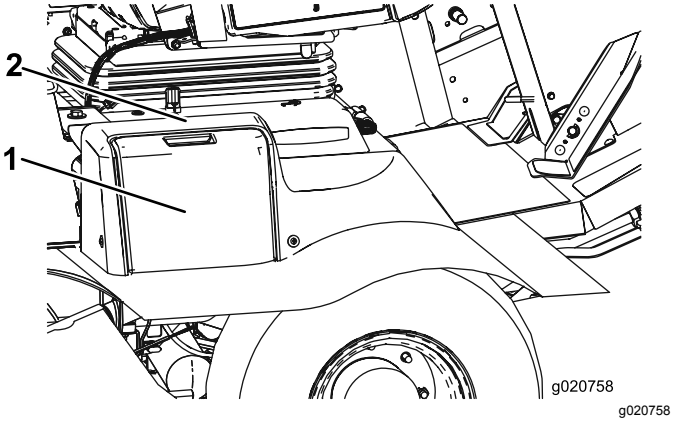

Figur 59
1. Öppna batterikåpan på sidan av höljet (Figur 59).
Obs: Tryck ned den plana ytan ovanför batterikåpan för att göra det enklare att ta bort kåpan (Figur 59).